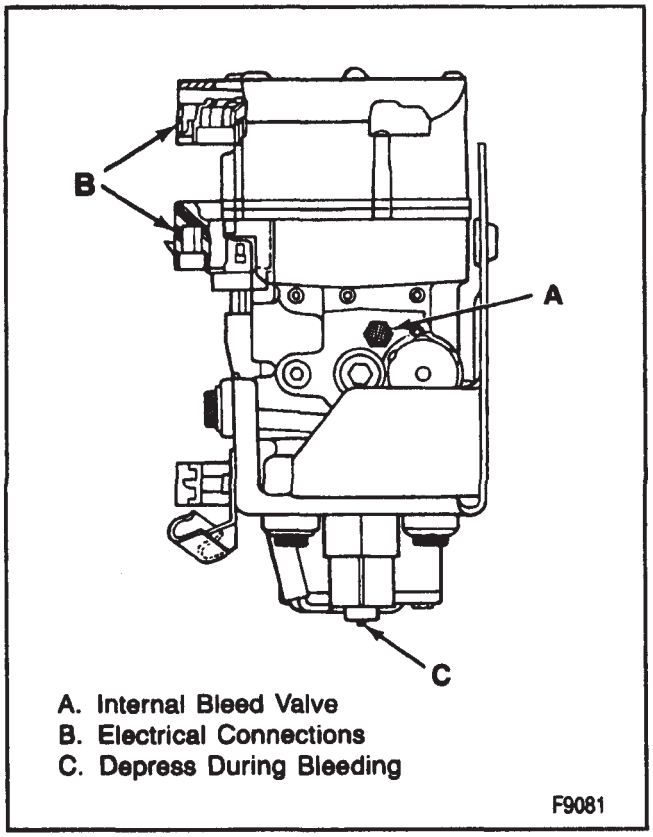

Figure 30—EHCU Module Bleeding
Use the two bleeders on the front of the EHCU module for bleeding the fluid. The bleeders must not be opened when the system is not pressurized. There are Internal Bleed Valves on each side of the unit that open internal channels. Open the Internal Bleed Valves (item A, figure 30) 1/4 to 1/2 turn before bleeding the module.
1. Open the internal bleed valves on the sides of the module 1/4 to 1/2 turn each (A).
2. J 39177 on the left high pressure accumulator bleed stem (C) of the EHCU module (figure 30).
3. J 39177 on the right high pressure accumulator bleed stem (C) of the EHCU module (figure 30).